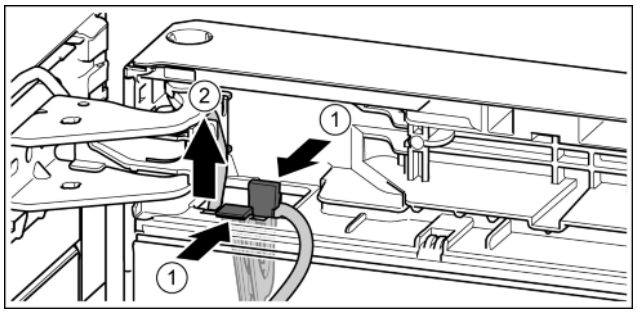

*Fig. 22*
- ▶ Press the lug. *Fig. 22 (1)*
- ▶ Remove the cable holder with its cable. *Fig. 22 (2)*